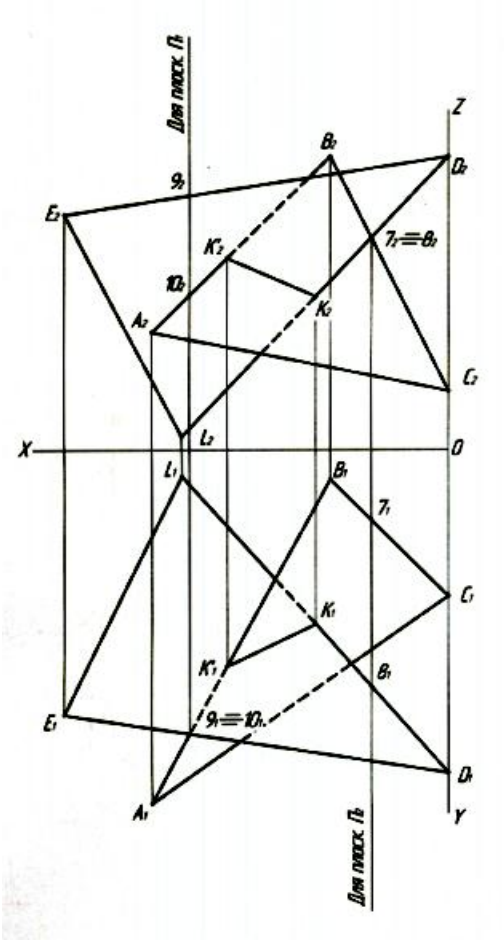

Рис. 5. Определение видимости сторон треугольников *(ABC)* и *(DEL)*
5. Определить видимость сторон треугольников *(ABC)* и *(DEL)* (рис. 5).